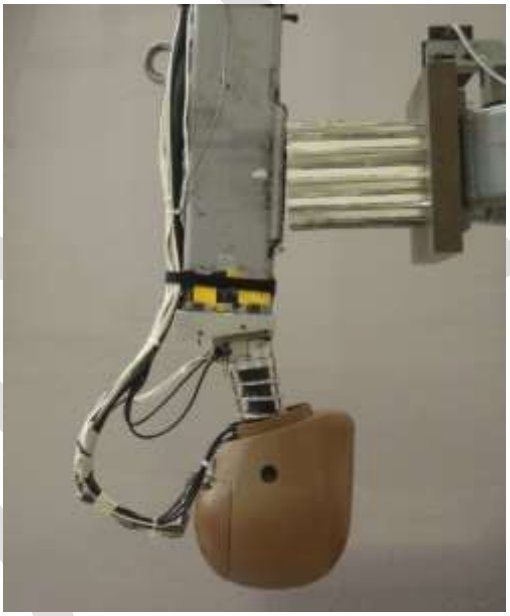

Figure 3-31. Head-neck assembly orientation for neck flexion tests.
3.8.1.5 Attach the neck mounting plate (TF-200-2357) to the bottom of the pendulum arm such that the thickest side of the wedge is facing away from the direction of impact. Mount the bottom of the neck assembly rigidly to the neck mounting plate (TF-200-2357) using four M6 X 1 X 25 mm SHCS torqued to 20.3 N-m (15.0 ft-lbf) such that the front edge of the lower neck is aligned with the leading edge of the pendulum arm (forehead facing the direction of impact). For the frontal flexion test, the neck is placed such that the midsagittal plane of the head is vertical (±0.5°) and coincides with the plane of motion of the pendulum's longitudinal axis, with the positive longitudinal axis of the head coordinate system pointing in the direction of travel of the pendulum (Figure 3-31).